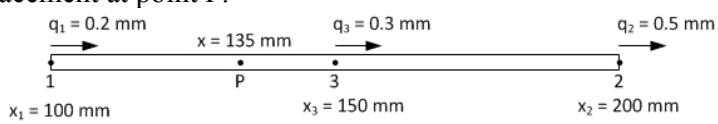

Figure 9
Q.5 **(a)** Plot the variation of shape function N_1, N_2 and N_3 for three noded bar element. Consider three noded bar element shown in figure 9 and determine the displacement at point P. **06**